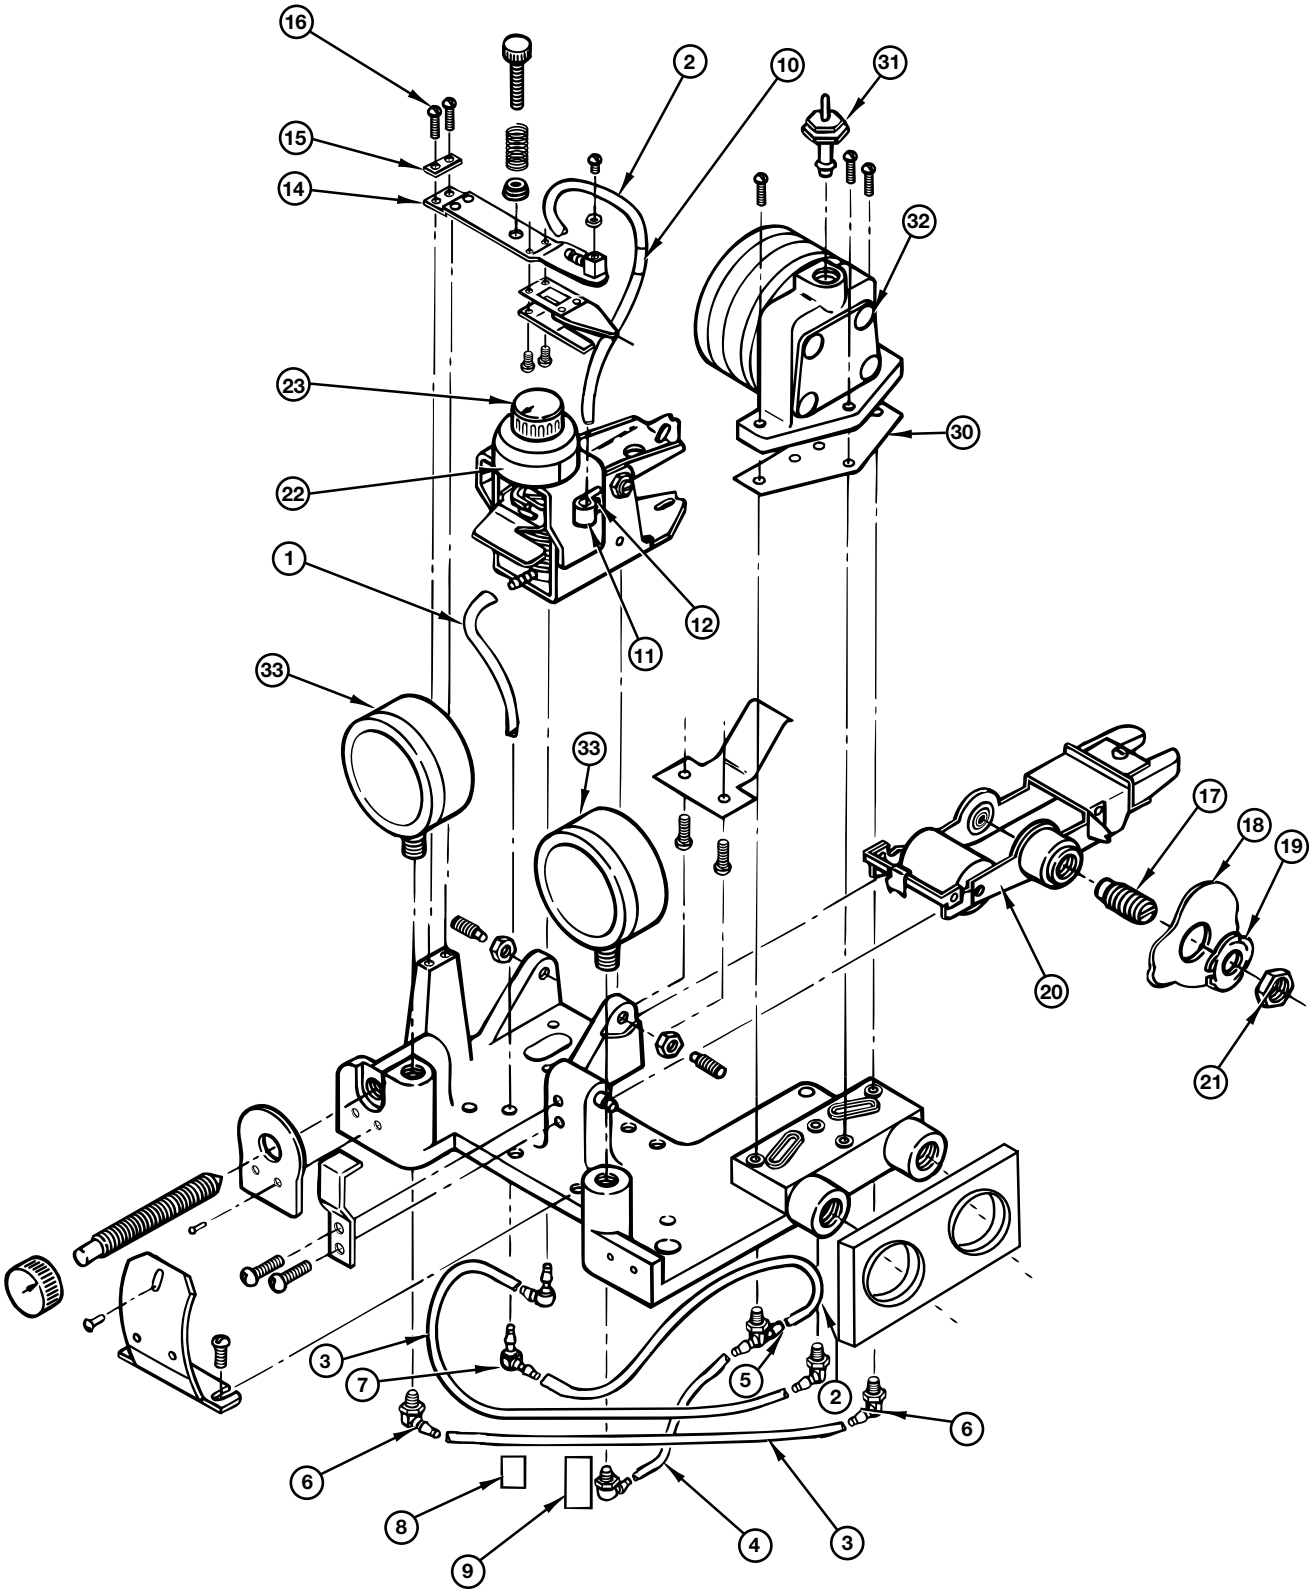

Figure 38
3.3.6.1 Controller Replacement Assemblies Parts Identification (See Figures 38 & 39)
3.3.6.2 Tubing Kit 089-8501-015 ① @ 3-15 and 6-30 psig (See Figure 38)
3.3.6.3 Nozzle Lever Kit 089-8501-002@ 3-15 and 6-30 psig (See Figure 38)
3.3.6.4 Carriage Assembly Kit 089-8501-003 ③ @ 3-15 and 6-30 psig (See Figure 38)
3.3.6.5 Feedback Assembly Kit 089-8501-005 @ 3–15 psig and 89-8501-006 @ 6–30 psig (See Figure 38)
3.3.6.7 Additional Replacement Parts (See Figures 38 & 39)